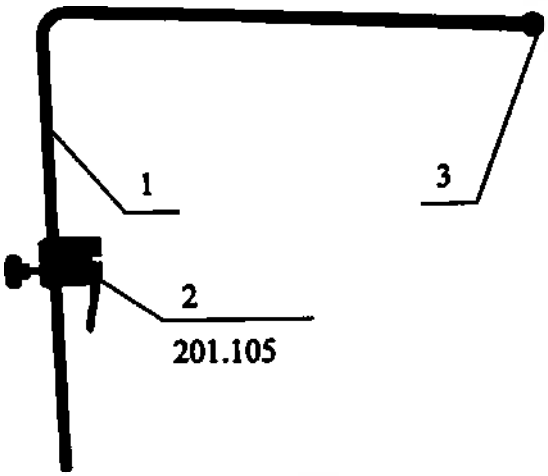

Рисунок 1. Экран наркозный.
1. Экран наркозный (экран для анестезии). Рисунок 1. Изготовлен из нержавеющей стали, регулируется по высоте. Для крепления на направляющих рейках стола укомплектован радиальным зажимом 201.105.